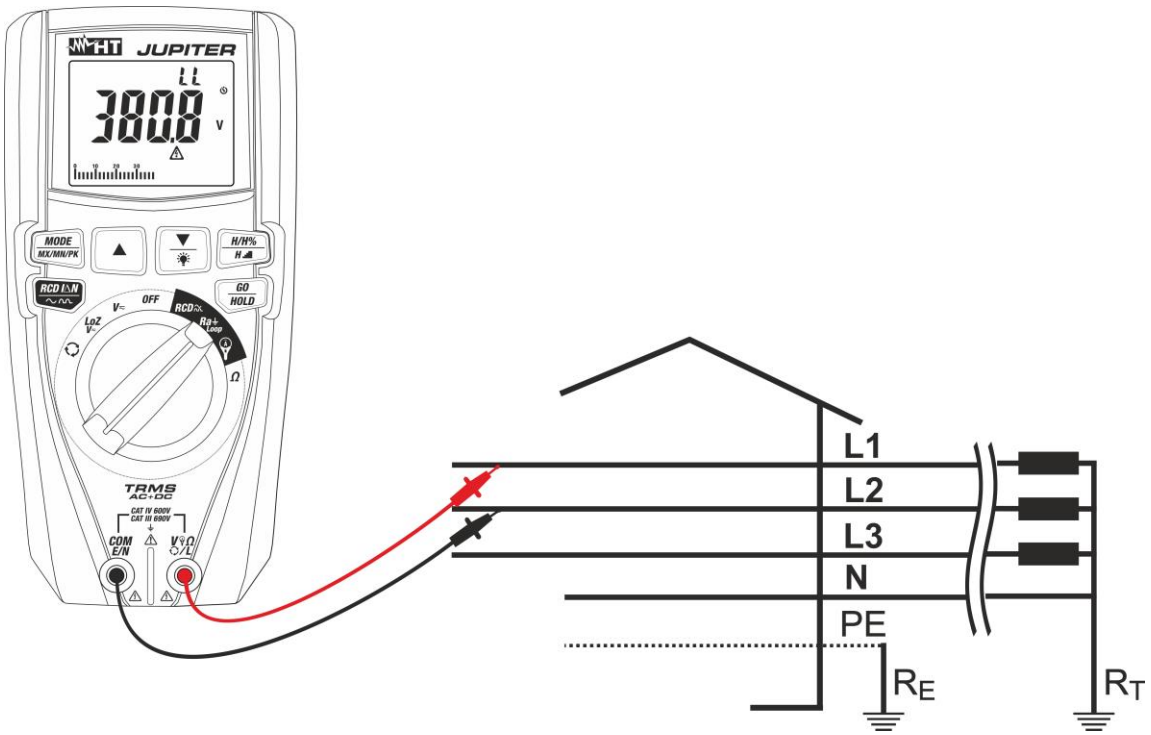

Fig. 27: Uso do instrumento para medir a impedância Loop L-L com ponteiras
9. **Para medição do Loop L-L** no caso de usar ponteiras de medida inserir o condutor vermelho no terminal de entrada **VΩL** e o condutor preto no terminal de entrada **COM/E/N** e ligar o instrumento à instalação em exame (ver Fig. 27). O valor da tensão Fase-Fase é apresentado no display.